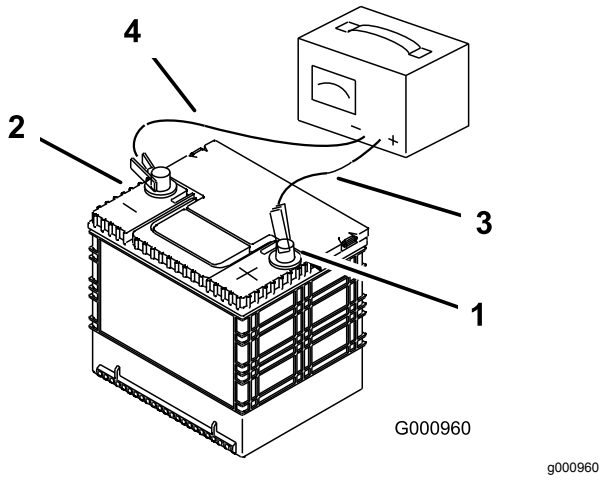

Bild 57
2. Wenn die Batterie ganz aufgeladen ist, ziehen Sie den Stecker des Ladegeräts aus der Dose. Klemmen Sie dann die Klemmen des Ladegeräts von den Batteriepolen ab (Bild 57).